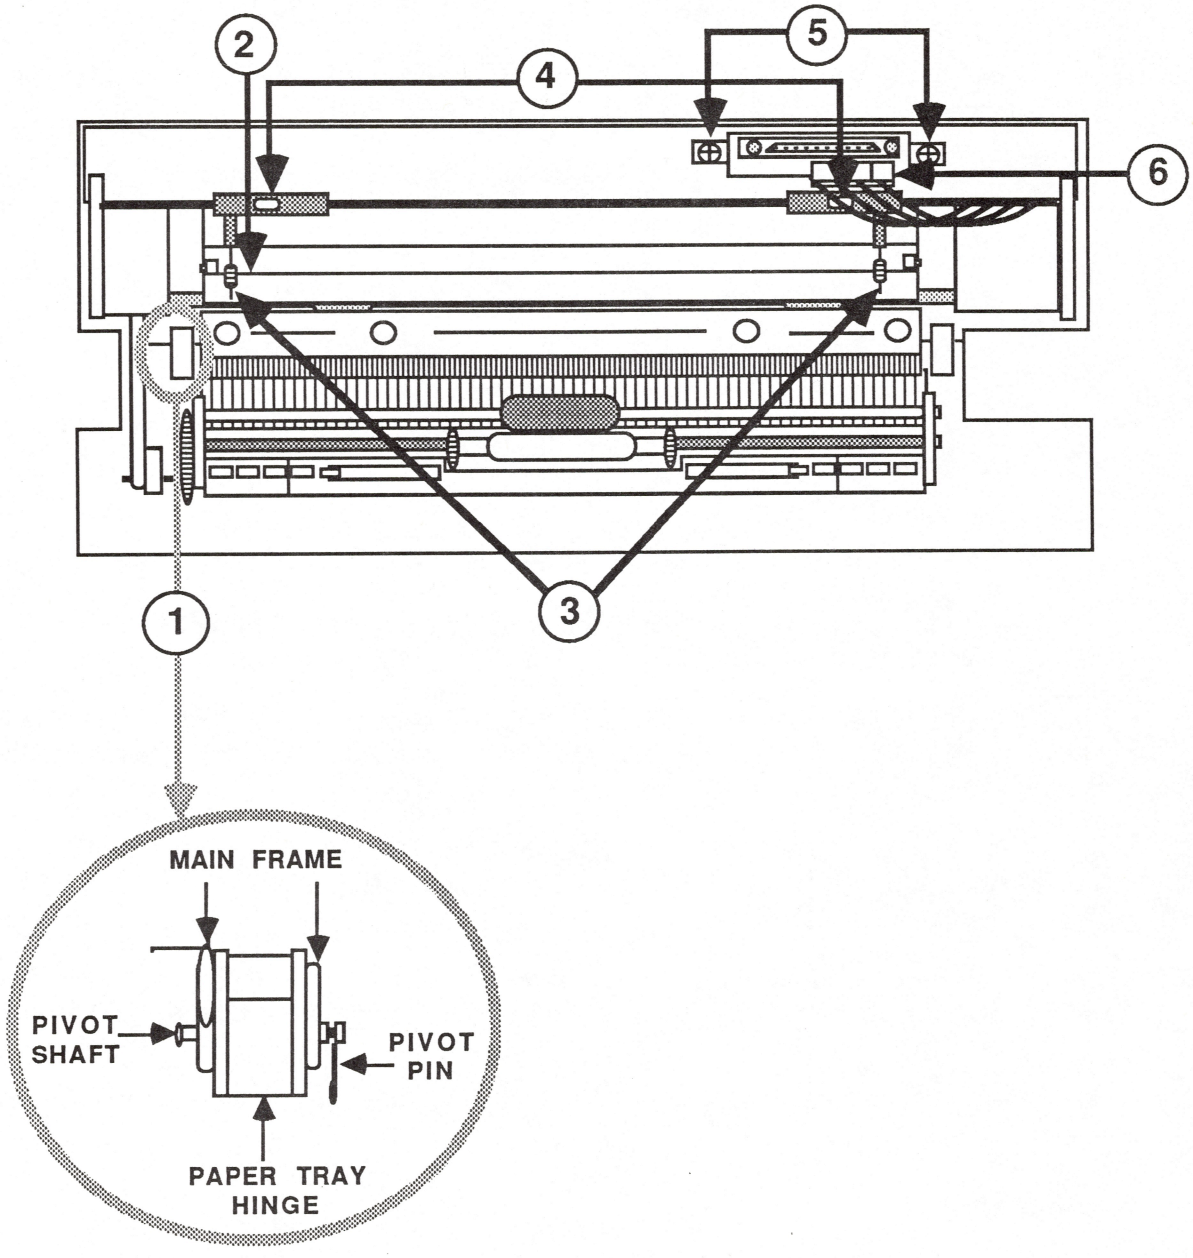

FIGURE 2
3. Line up the plastic hinges on both sides. Slide them into position (see Figure 2, #1).
4. Use a pair of long thin needlenose pliers and replace the pivot shaft on the left side (see Figure 2, #1). Slide the pivot pin onto the shaft (see Figure 2, #1). Repeat this step for the right side.
5. Replace the paper guide (see Figure 2, #2).
6. Replace the paper guide springs (see Figure 2, #3).
7. Position the rear housing and the metal clamps and replace the two screws (see Figure 2, #4). Be sure the connector cable is in position.
8. Position the connector plate with the two springs underneath and replace the two screws (see Figure 2, #5).
9. Plug in the connector (see Figure 2, #6).